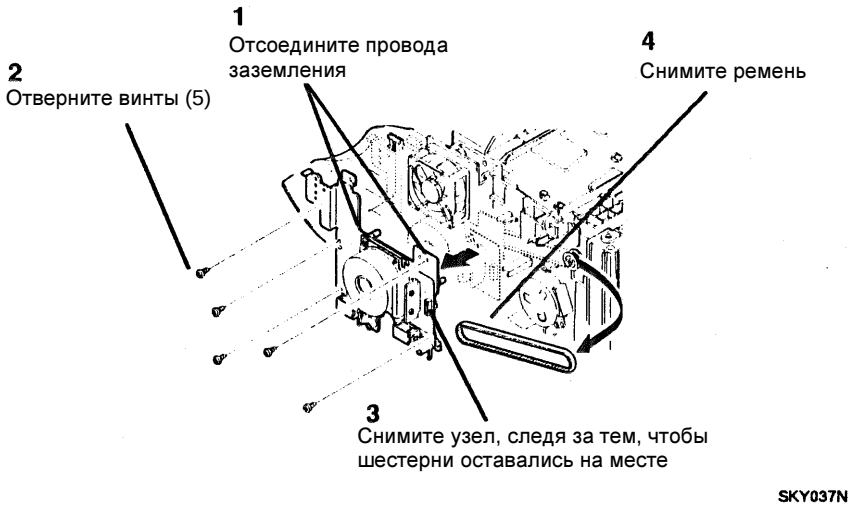

Рисунок 2. Снятие узла главного привода
3. (Рисунок 2): Снимите узел главного привода и ремень привода вывода.